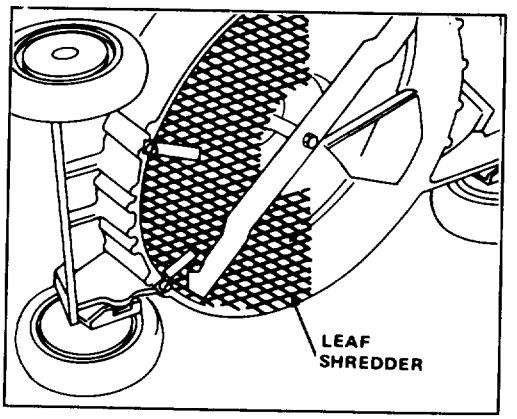

**Figure 28**
**3. Leaf Shredder Kit, Model No. 59157**—Installs on underside of mower in minutes without requiring removal of blade. Shreds leaves into small pieces for clean vacuuming into grass bag and convenient disposal (Fig. 28).